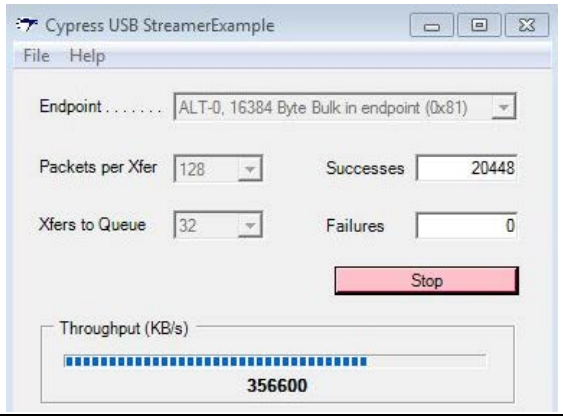

Figure 34 Streamer ユーティリティで表示されるストリーム IN の転送速度
6. ストリーム IN の場合、FPGA は FLAGA が 1 になることを待つ状態に入りました。FPGA はバッファが使用可能になるとすぐに、FX3 の PIB_SOCKET_0 に連続的に書き込みます。USB ホストから連続 Bulk IN 転送を発行できます。Streamer ユーティリティ内の Bulk IN エンドポイントを選択して **Start** ボタンをクリックしてください。転送速度が表示されます。**Figure 34** に示される転送速度は、Intel Z77 Express チップセットを搭載した Win7 64 ビット PC で観察されるものです。